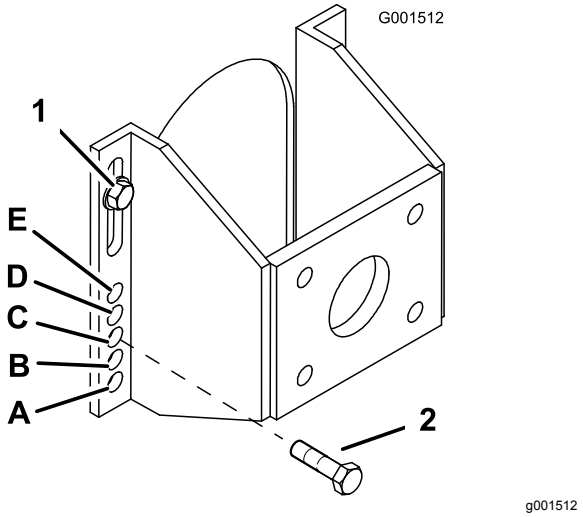

Figur 16
5. Løsn, men fjern ikke, de 2 øverste akselbolte (Figur 16).
6. Fjern de 2 nederste akselbolte (Figur 16).
7. Hæv eller sænk monteringsbeslaget, så du kan montere de 2 akseljusteringsbolte i de ønskede huller (Figur 16).